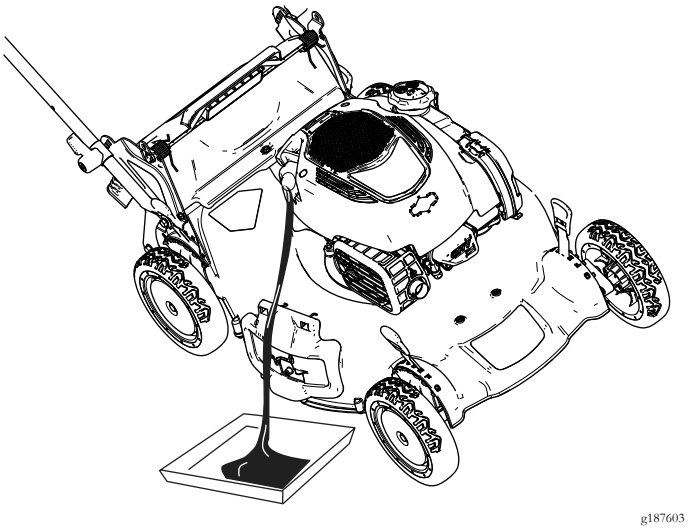

Рисунок 29
4. Для слива отработанного масла через маслозаливную горловину переверните машину набок (чтобы воздушный фильтр был сверху) (Рисунок 29).